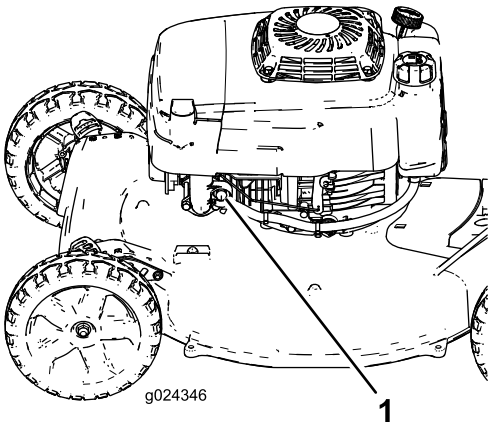

Figuur 14
2. Druk de hulpstartknop krachtig in (Figuur 14); hou de primerpomp 1 seconde ingedrukt.